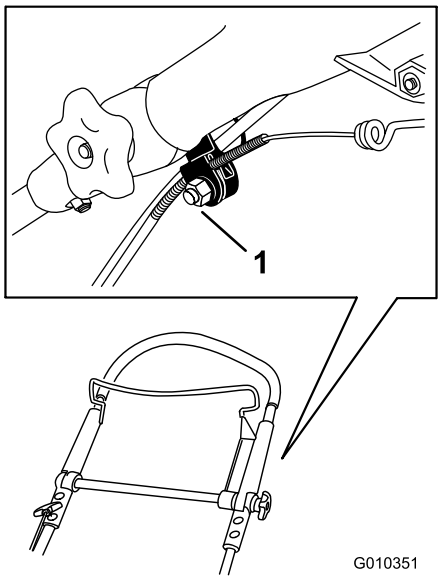

Figuur 32
1. Draai de moer op de kabelbevestiging los (Figuur 32).